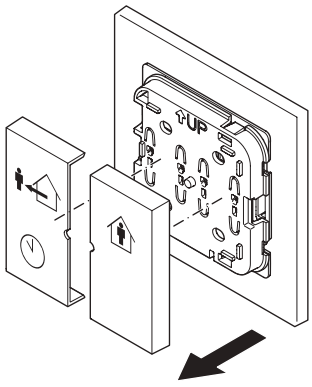

Rys. 36 - Wyciągnij przyciski z urządzenia
1. Wyciągnij przyciski z urządzenia (Rys. 36)